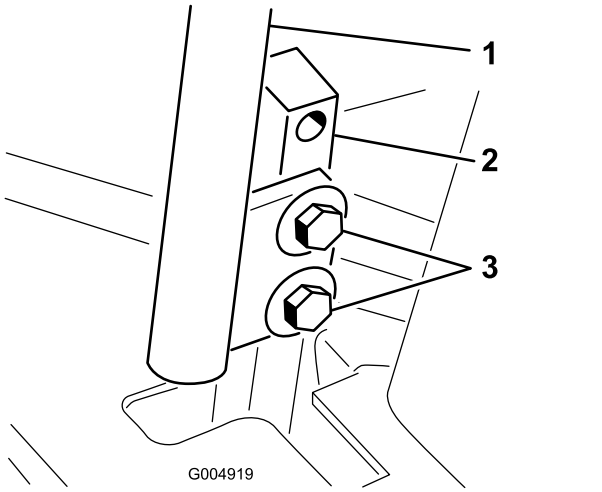

Figuur 54
3. Draai de bouten los waarmee de rijhendels zijn vastgezet (Figuur 54).